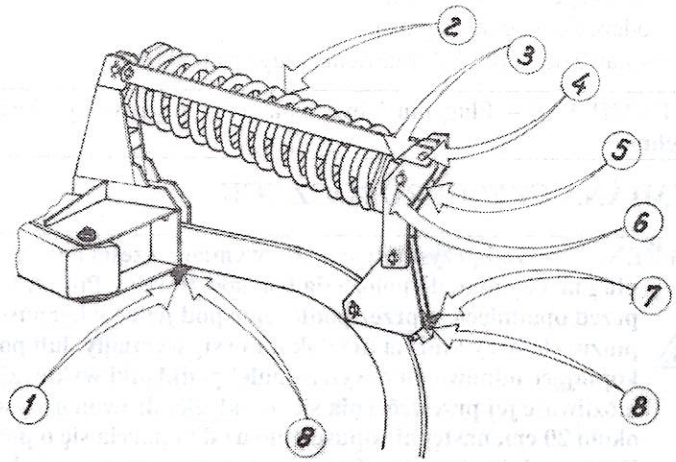

Rys. 12. Regulacja korpusu.
Do korekcji kąta ustawienia korpusu płużnego w stosunku do podłoża, służy śruba zderzakowa (poz. 1 Rys. 12.)
- Przy orce gleb ciężkich można zwiększyć siłę wyłączającą korpus, poprzez dokręcenie nakrętki (poz. 3 – rys. 12.)